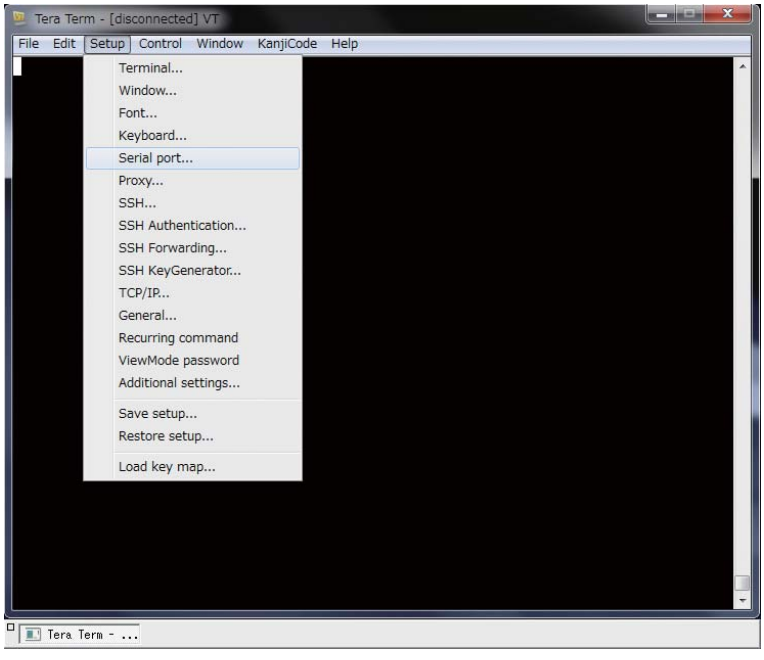

Fig. 4
2. Select “Serial port...” from the “Setup” menu. (Fig. 4)
2. “設定” メニューの “シリアルポート ...” を選択します。(Fig. 4)